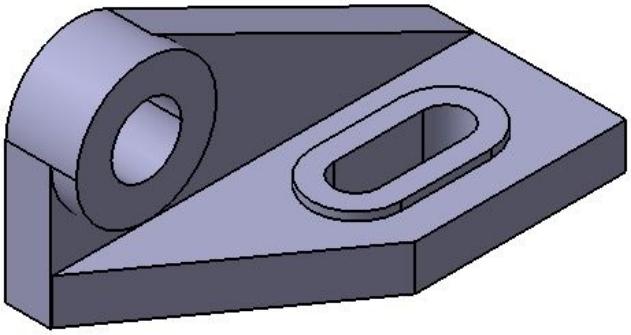

Figure 5-81 *Final model*
3. Invoke the **Pocket Definition** dialog box and remove the material using the **Up to last** option in the **Type** drop-down list of the dialog box. Next, choose the **OK** button from the dialog box. The final model after creating the sixth feature is shown in Figure 5-81.